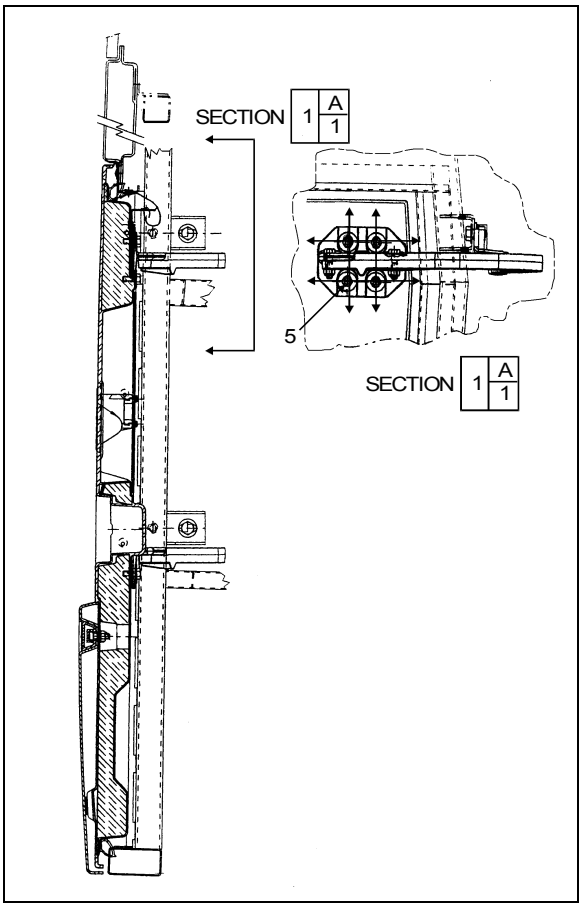

FIGURE 58: FRONT SERVICE DOOR 18195
7. Loosen screws (5, Fig. 58) to allow the door to be shifted "UP or DOWN".